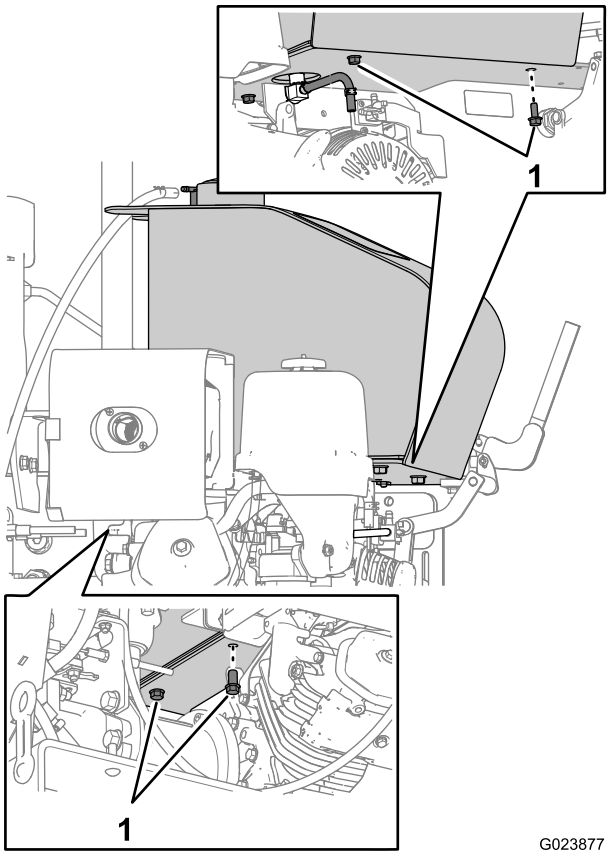

Figure 7
3. Retirez les 4 boulons à embase qui fixent le réservoir de carburant à la machine, et déposez le réservoir de la machine (Figure 7).